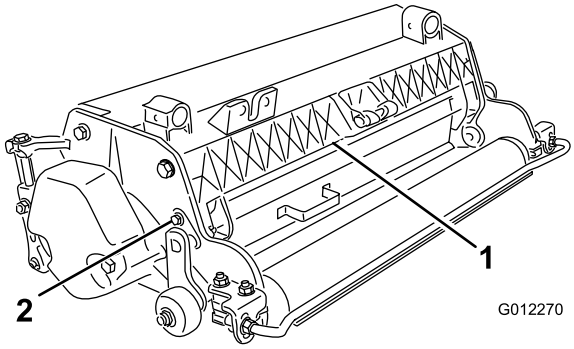

图5
1. 松开挡草罩枢轴上的螺栓 （图5）。
2. 将挡草罩旋转至所需设置，然后拧紧螺栓 （图5）。